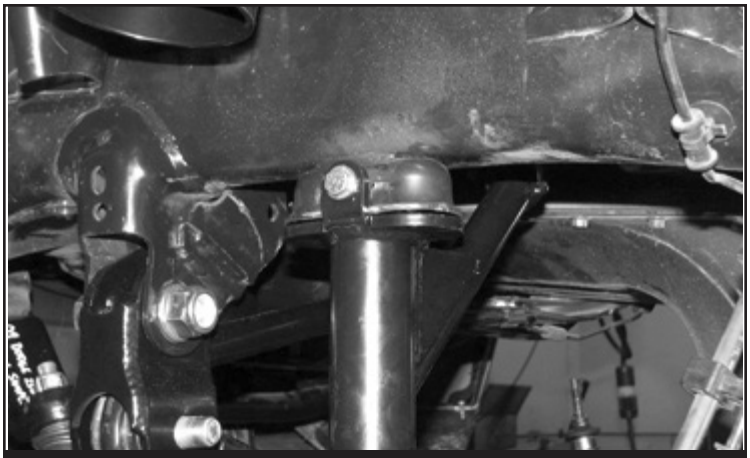

FIGURE 26 - STEP 30
30. Locate a 5/16” x 2-1/2” bolt, nut and washers. Using this bolt, secure the bump stop to the factory bump stop mount and torque to 29 ft-lbs. **SEE FIGURE 26**